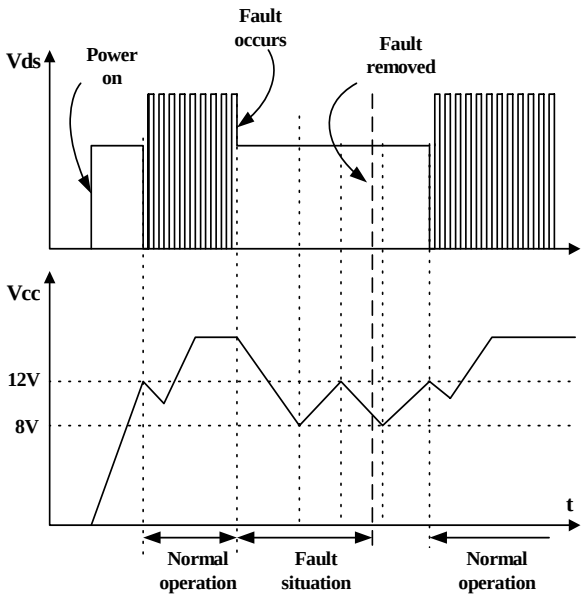

Figure 6. Auto restart operation
3. Protection Circuit : The FSDM0565RB has several self protective functions such as over load protection (OLP), over voltage protection (OVP) and thermal shutdown (TSD). Because these protection circuits are fully integrated into the IC without external components, the reliability can be improved without increasing cost. Once the fault condition occurs, switching is terminated and the Sense FET remains off. This causes Vcc to fall. When Vcc reaches the UVLO stop voltage, 8V, the protection is reset and the internal high voltage current source charges the Vcc capacitor via the Vstr pin. When Vcc reaches the UVLO start voltage,12V, the FSDM0565RB resumes its normal operation. In this manner, the auto-restart can alternately enable and disable the switching of the power Sense FET until the fault condition is eliminated (see Figure 6).